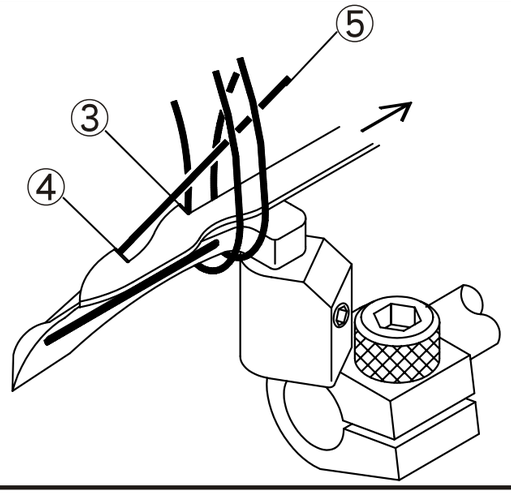

Fig. 39
2. Cuando el rebordeador inferior 1 se mueva al punto muerto izquierdo. Los hilos de aguja 2 deben pasar por debajo de los bordes de los puntos 3 y 4 del mencionado rebordeador inferior 1. (Fig. 39)